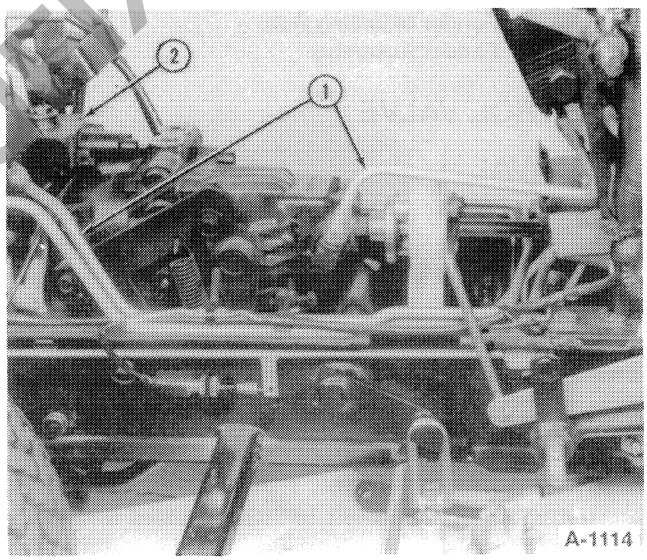

**FIGURE 8-13**
12. Remove the two pressure tubes, 1, from the control valve and plug all openings, Figure 8-13.